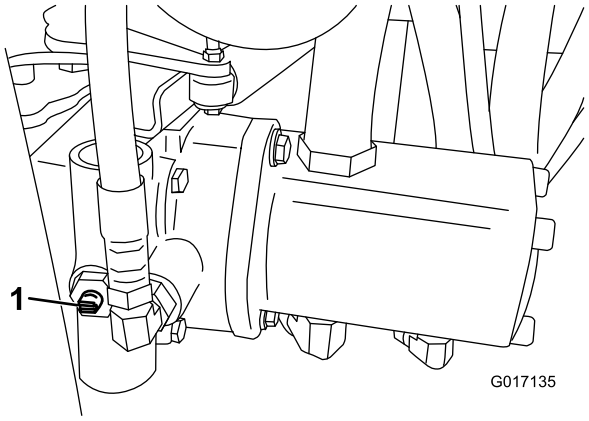

Figur 31
1. Find omløbsventilen på pumpen, og drej den, så rillen er vertikal (Figur 31).
2. Luk omløbsventilen ved at dreje den, så rillen er horisontal (Figur 31), før du starter motoren. Start ikke motoren, mens ventilen er åben.